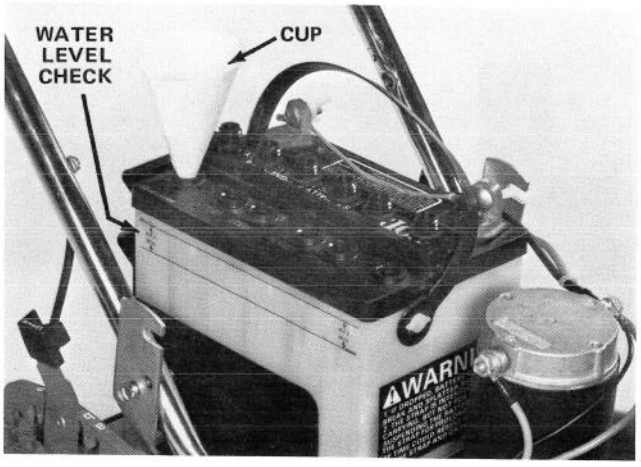

Figure 25
To optimize battery life, the following procedures are recommended. Always maintain level of electrolyte with drinkable water at "MAX" mark indicated on side of battery case (Fig. 25). Clean the battery case periodically with a clean rag to remove any grass and dirt.
4. Check level of electrolyte. If level is below the "MIN" mark on side of battery, add drinkable water until level rises to "MAX" (Fig. 25).